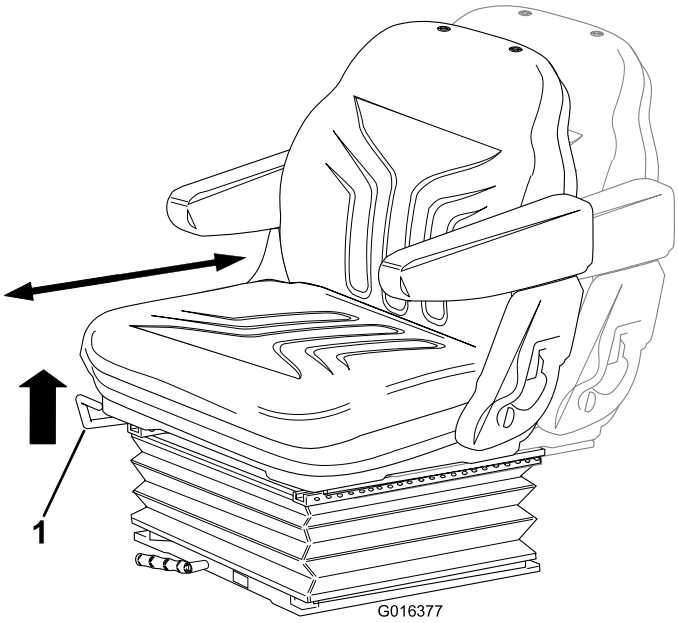

Rysunek 11
- **Regulacja przód/tył:** Przesuń dźwignię do góry, aby wyregulować pozycję przód/tył fotela. Zwolnij dźwignię, aby zablokować fotel w ustawionej pozycji (Rysunek 11).